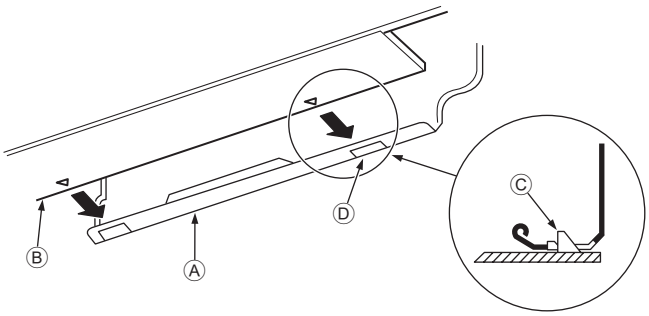

Fig. 3-15
3. Mens du setter kjølemiddelrør og avløpsslange i gjennomløpshullet i veggen (gjennomløpshylsen), henger du toppen av innendørsenheten på festebordet ①.
5. Fest ved å skyve den nederste delen av innendørsenheten på festebord ①. (Fig. 3-15)
* Sjekk at knottene under innendørsenheten er riktig hektet inn i festebordet ①.